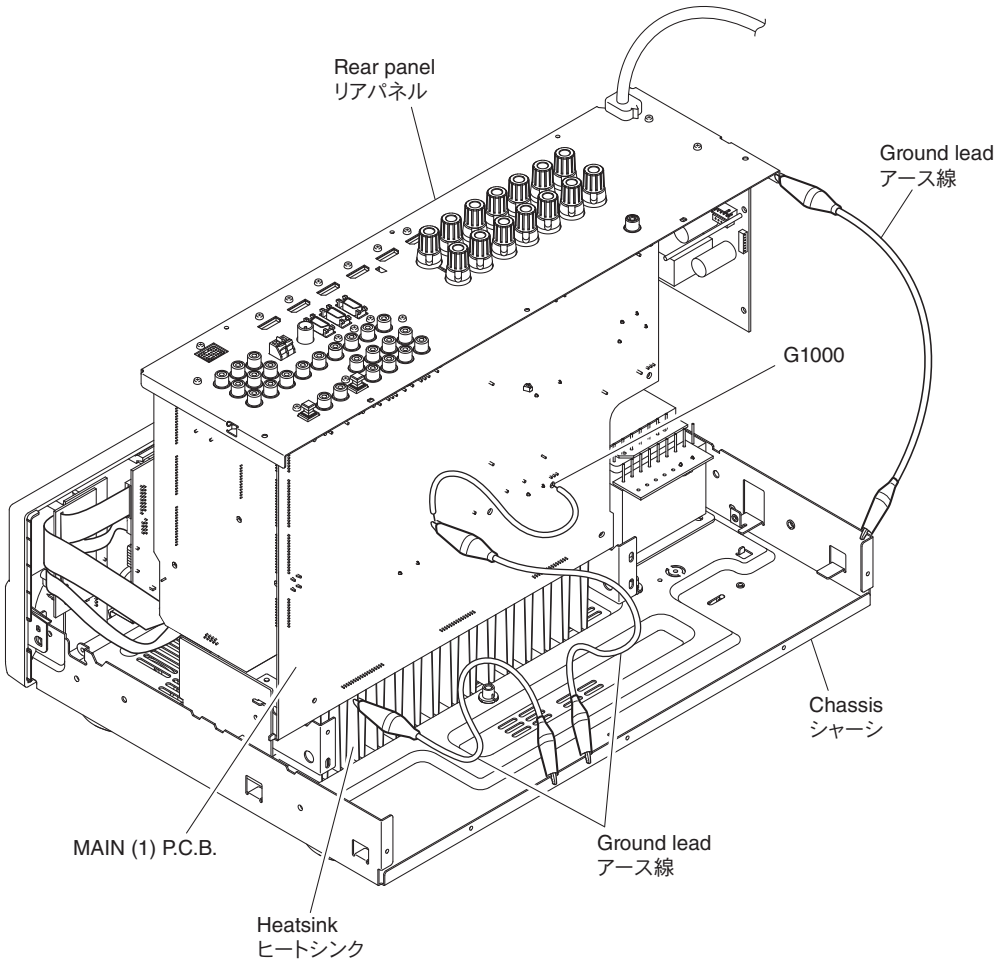

Fig. 4
- Place the P.C.B.s (with rear panel) upright. (Fig. 4)
- Connect the heatsink, rear panel and G1000 on MAIN (1) P.C.B. to the chassis with a ground lead or the like. (Fig. 4)
- リアパネルと一緒に P.C.B. を立ち上げて置きます。（Fig. 4）
- ヒートシンク、リアパネル、MAIN（1）P.C.B. の G1000 のアースをリード線等でシャーシに接続してください。（Fig. 4）